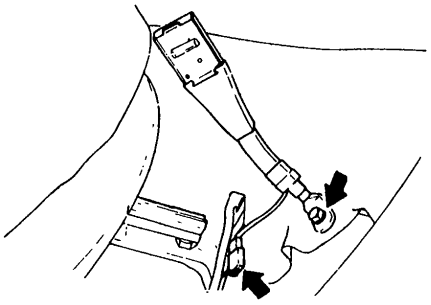

Fig. BF-76 Removing inner lap belt
3. Loosen bolt holding inner lap belt and remove inner lap belt. See Figure BF-76.